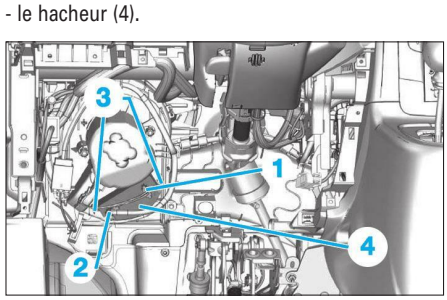

Fig. 35
• Déconnecter les connecteurs (1) et (2) **(Fig.35)**.
- les vis (3),
- le hacheur (4).